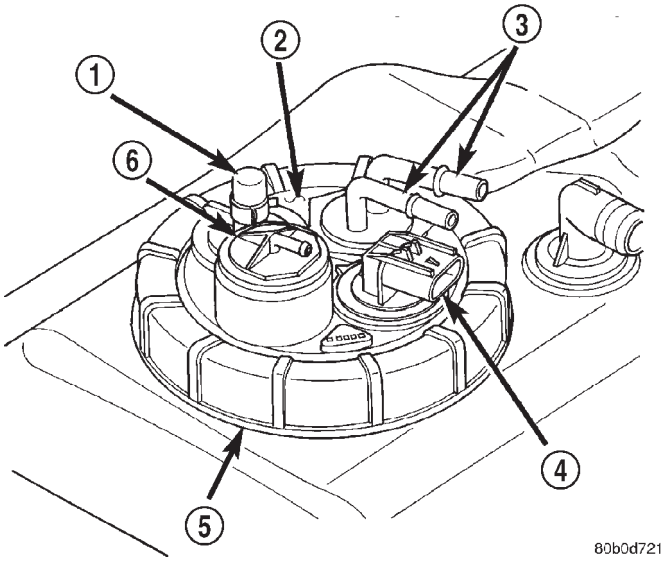

Fig. 40 Check Valve Location - Diesel Powered
(1) **Diesel Powered Engine:** One checkr valve is used. The valve is located on top of fuel tank module (Fig. 40) and may be serviced separately.